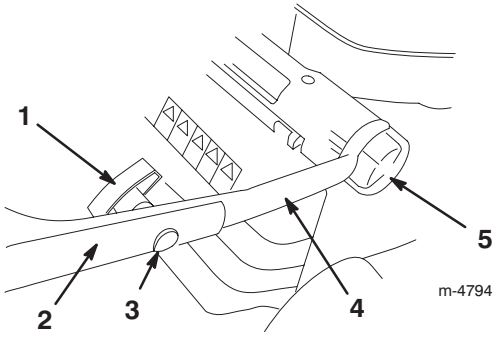

Bild 2
2. Lockern Sie die Höheneinstellräder am Griff und drehen das Unterteil des Griffs nach hinten, bis es auf einer in Bild 2 dargestellten Höheneinstellung ist.
4. Sichern Sie den oberen Handgriffteil mit den Ovalkopfschrauben und Griffeinstellrädern am unteren Teil ab (Bild 2). *Ziehen Sie die Räder gut fest.*
Sie können den Handgriff auf drei verschiedene Höhen einstellen: hoch, mittel und tief (Bild 2). Wählen Sie die Griffhöhe, die für Sie am bequemsten ist.